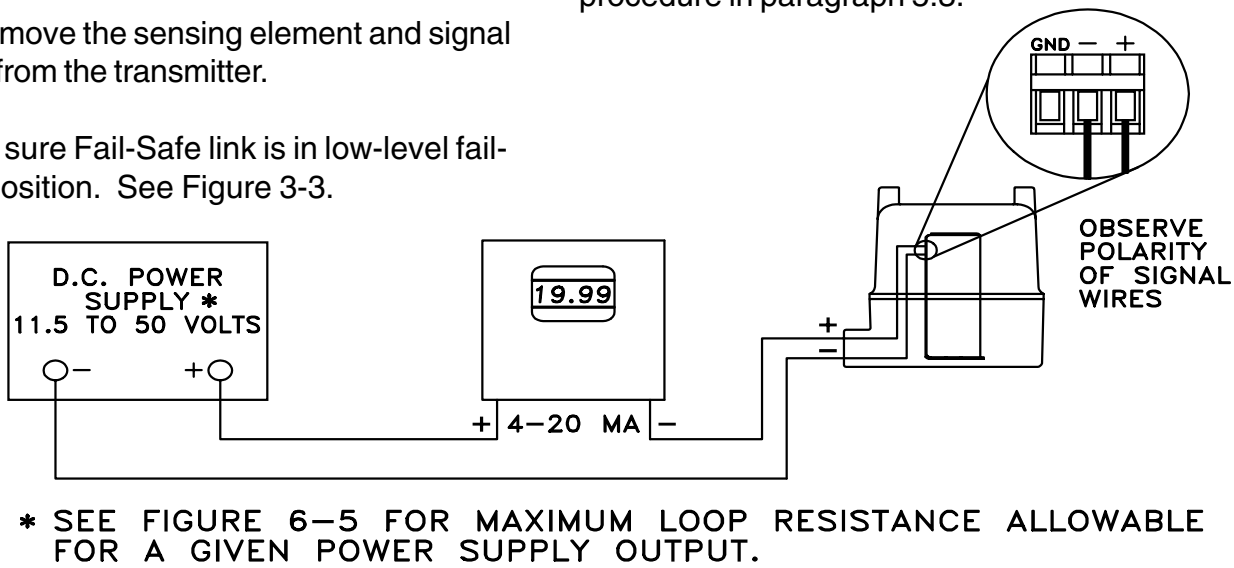

Figure 5-1
E. Observing polarities, connect a DC milliammeter and DC power supply (11.5 to 50 volts) in series, and complete the loop by connecting Terminals (-) and (+). See Figure 5-1.